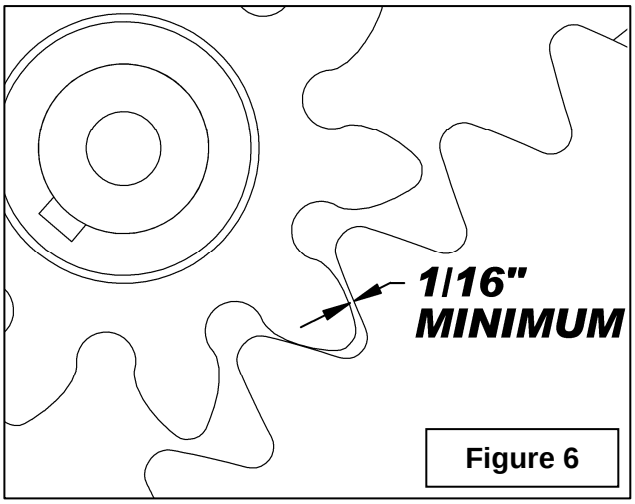

Figure 6
5. **Figure 6:** Ajuster l'engrenage du moteur en le faisant glisser vers le tambour. Appuyer une dent de l'engrenage contre une dent de la crémaillère et laisser un jeu de 1/16" minimum entre les dents de l'autre côté tel qu'illustré. Serrer les quatre boulons du moteur fermement.